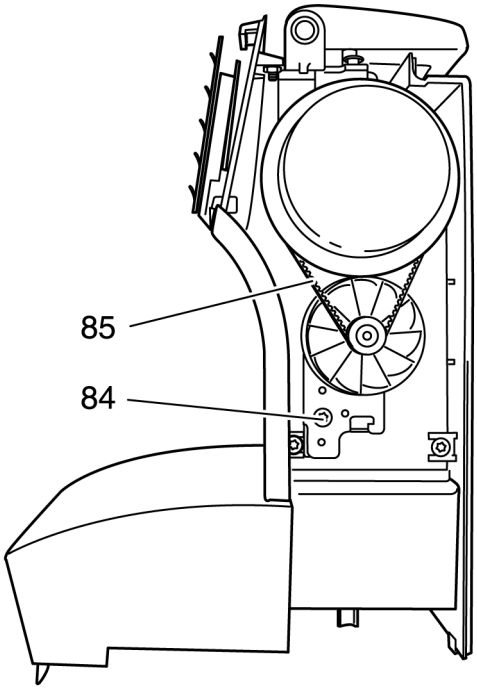

Рис. 68
- Ослабьте винт крепления держателя двигателя 84 (рис. 68).
При этом туго затяните крепежный винт 84 (рис. 68).